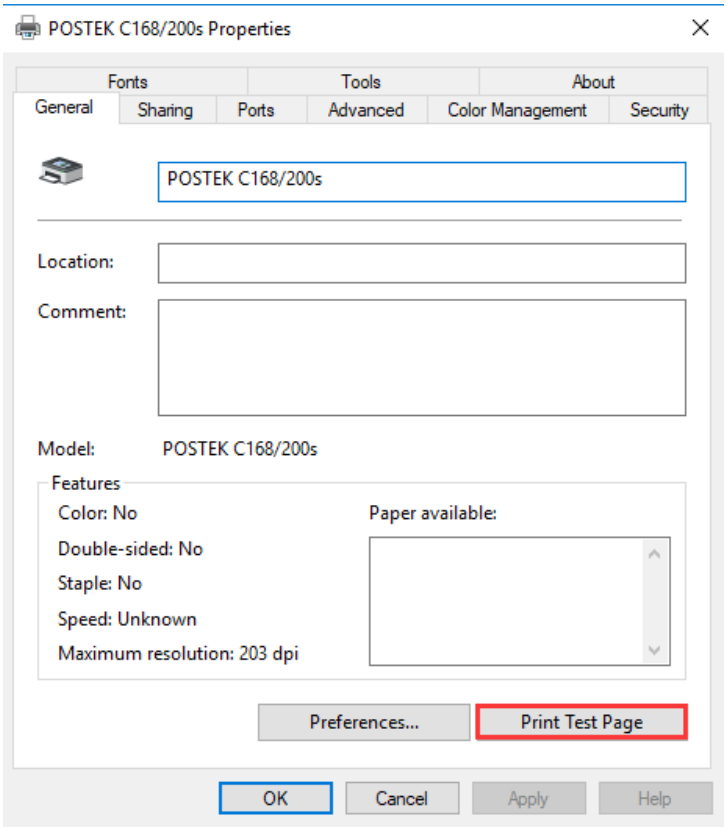

Figure 2-50 Print Test Page
11. Print a test page to see whether the printer is connected properly. As shown in Figure 2-50.